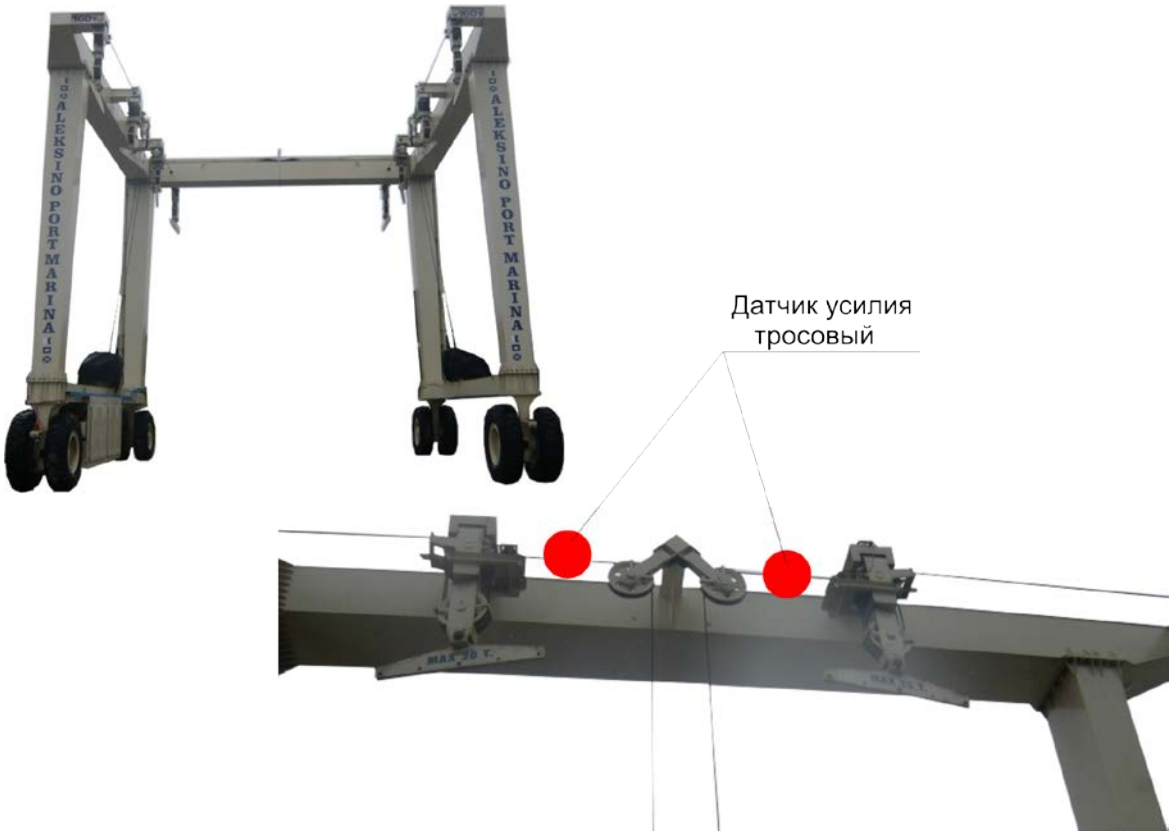

Рис.1
5.1. Система АОГ, рис.1, состоит из составных частей:
1) блок АОГ, включающий "Регистратор параметров" 1 шт,рис.1;